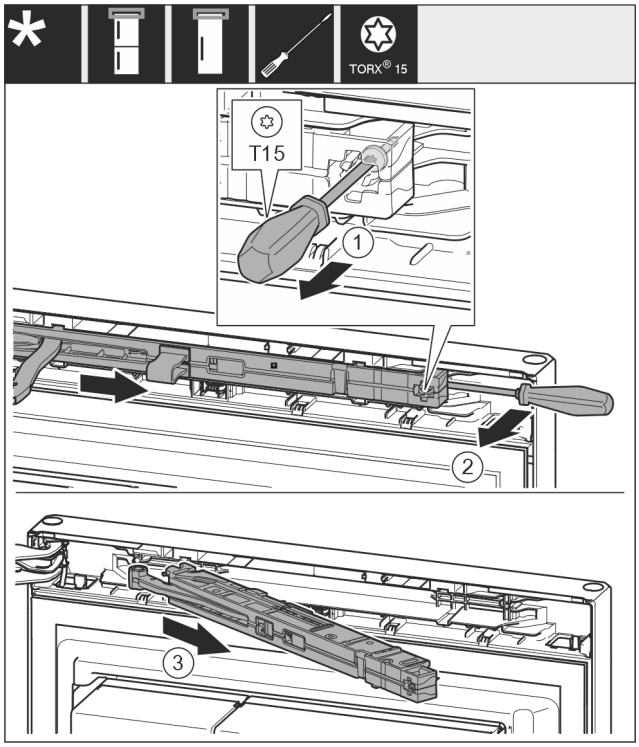

Fig. 15
▶ Schraube *Fig. 15 (1)* an Schließdämpfereinheit mit Schraubendreher 14 mm lösen.
▶ Schließdämpfereinheit *Fig. 15 (2)* griffseitig mit Schraubendreher nach vorne aushebeln.
▶ Schließdämpfereinheit *Fig. 15 (3)* herausziehen.